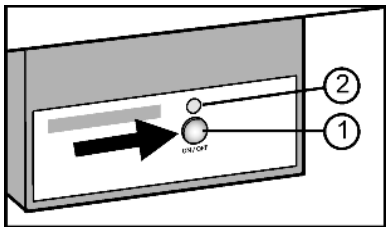

Fig. 6
▶ Press the On/Off button *Fig. 6 (1)* so that the LED *Fig. 6 (2)* shines.